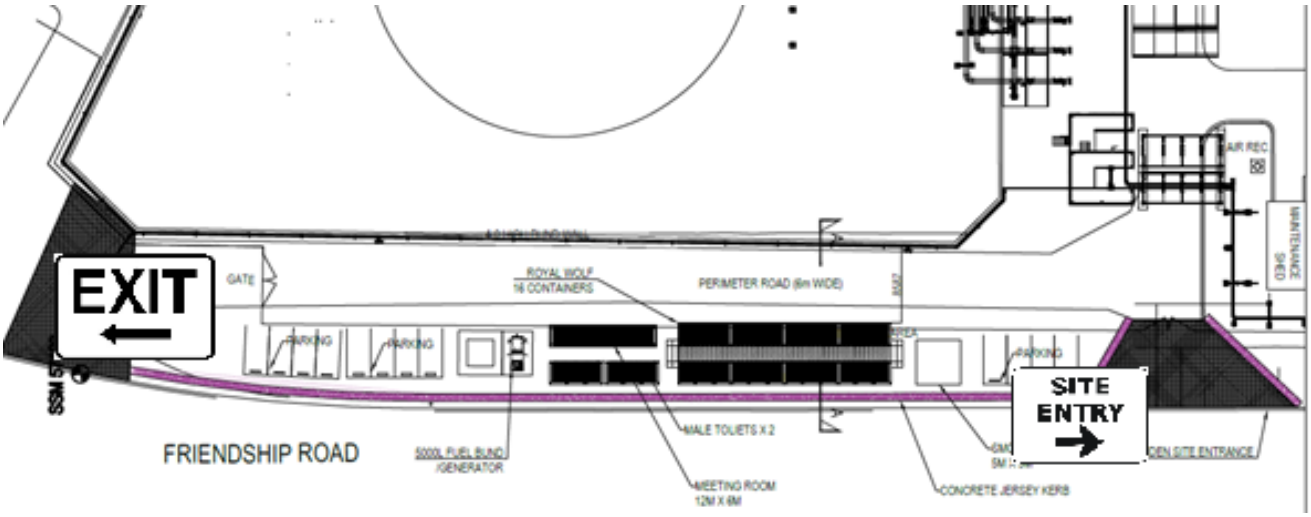

Figure 8: Site Entry and Exit
A Project Light Vehicle (LV) parking area shall be set up, as shown in figure 8. Onsite project parking is limited to 12 vehicles. This would include reserved visitor parking, disabled parking and site required vehicles. Access to the LV Parking shall be through the main gate located on Friendship Road.